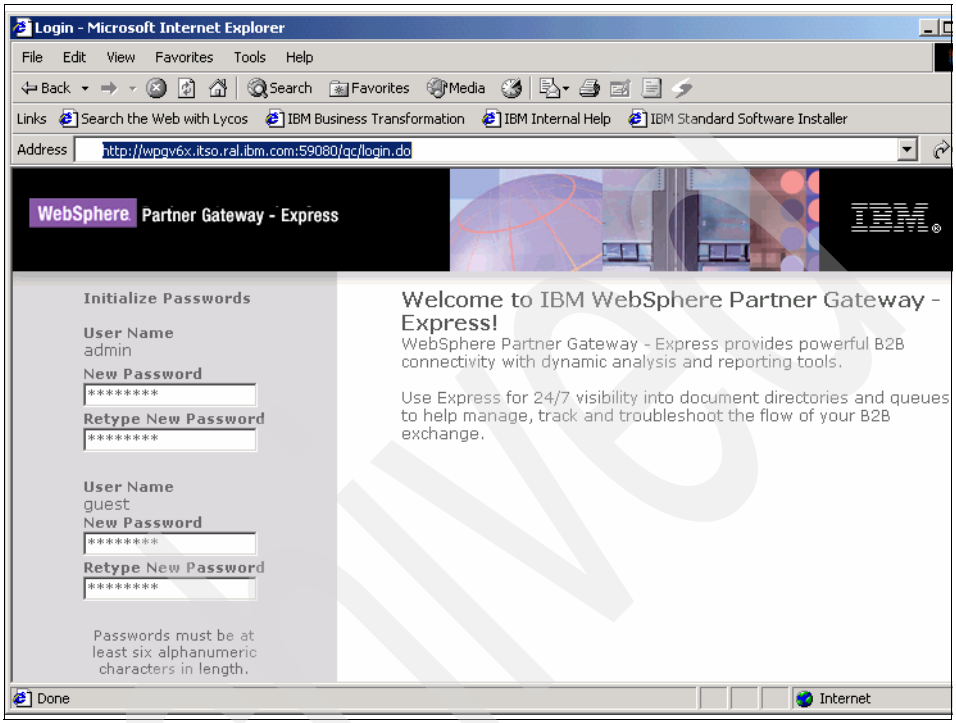

Figure 9-8 Initializing passwords during initial logon
4. During the first logon, you must change the password of the user ID admin. You must also change the password of another built-in user ID, Guest. Provide new passwords for both users and click **Save** (see Figure 9-8).